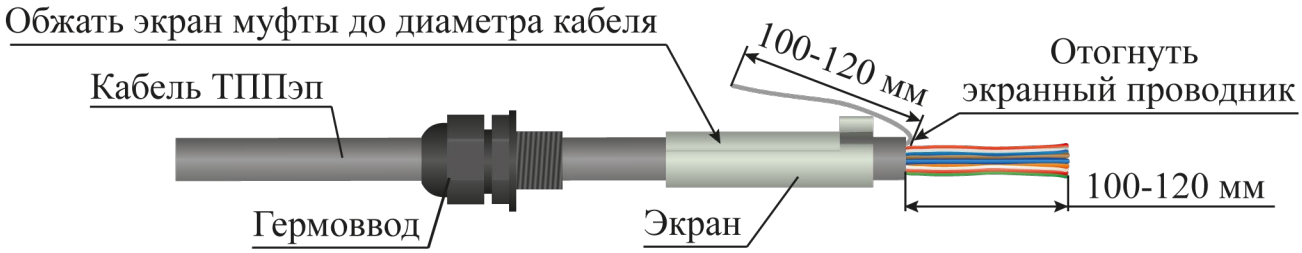

Рисунок 4.24
– надеть на оболочку кабеля ТППэп в следующей последовательности: гермоввод, экран муфты переходной (рисунок 4.24);
– обжать экран муфты переходной до внешнего диаметра кабеля ТППэп с помощью плоскогубцев (рисунок 4.24);
– снять оболочку со свободного конца кабеля ТППэп (с кабеля ТППбэп снять белую и черную оболочки) длиной 100 - 120 мм (рисунок 4.24);
– экранный проводник отвести в сторону (рисунок 4.24);